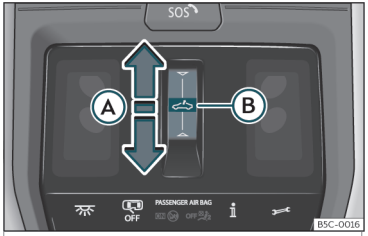

Fig. 83 En el revestimiento interior del techo: tecla del techo de cristal.
- Movimiento automático: deslice el dedo hacia atrás sobre el área funcional ⌓ ››› **fig. 83** Ⓐ.
- Antes de que transcurran aprox. 5 segundos desde la activación de la función antiaprisionamiento, deslice el dedo hacia delante sobre el área funcional ››› **fig. 83** Ⓐ y mantenga presionado hasta que el techo se cierre completamente.